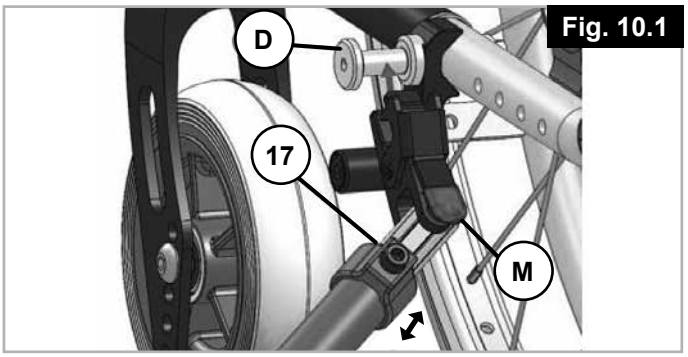

Fig. 10.1
10.1 Anbringen der Schiebehilfe an den Rollstuhl (Fig. 10.1)